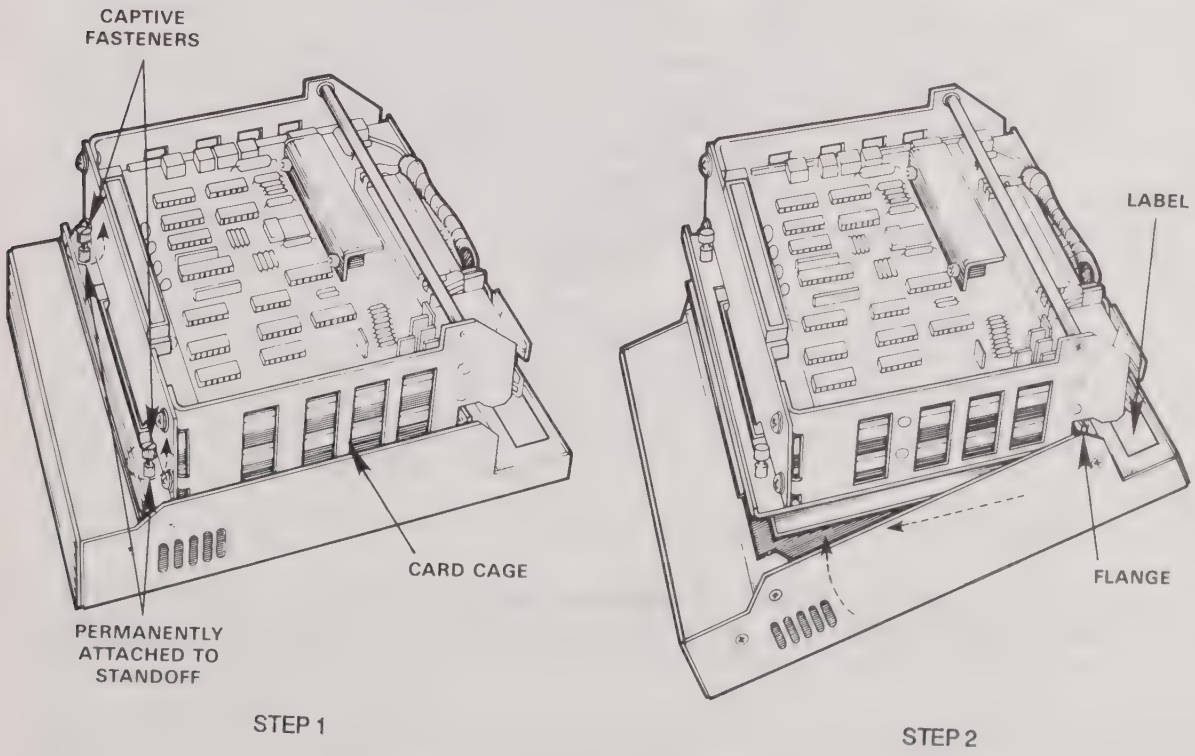

Figure 1. UniPak 2/2B Disassembly
3. Using the medium size slot-head screwdriver, unscrew the captive fasteners (figure 1, step 1) until they hang loosely; the fasteners will not separate from their standoffs.
4. Lift the card cage up slightly, then pull out (as shown in figure 1, step 2) to unlock the flanges.
Reassembly of the UniPak 2/2B is performed by reversing the disassembly procedures. Follow the steps listed below and refer to figures 1 through 3 on the previous pages.